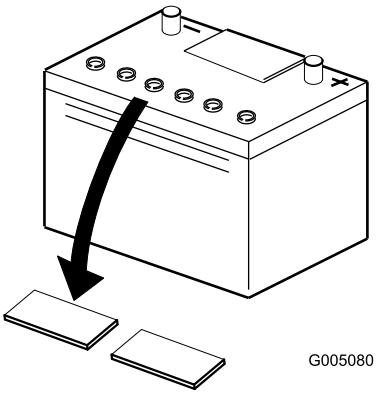

Figure 6
2. Nettoyez le dessus de la batterie puis retirez les bouchons d'aération (Figure 6).